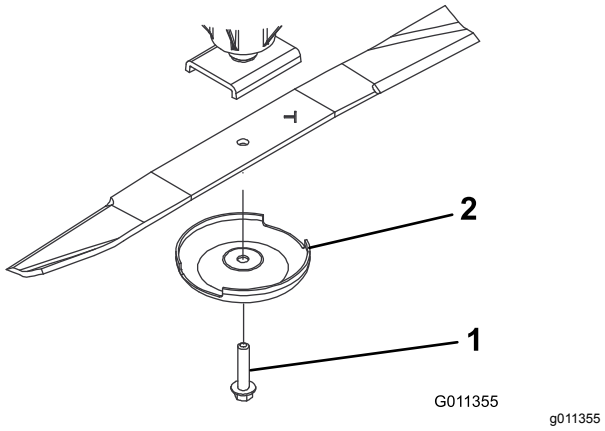

Figur 88
2. Fatta tag i knivens ände med en trasa eller en tjockt vadderad handske. Ta bort knivskruven, antiskalpbehållaren och kniven från spindelaxeln (Figur 88).
3. Montera kniven med seglet mot klippenheten med antiskalpbehållaren och knivbulten (Figur 88). Dra åt knivskruven till 115–149 N·m.